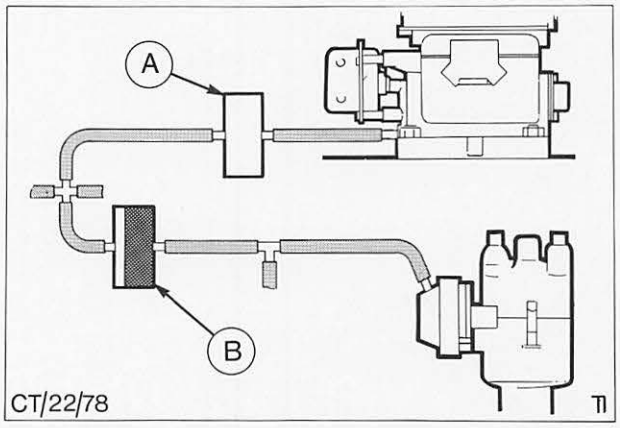

Abb. 76 Anordnung des Verzögerungsventils (2,0 Ltr. OHC, Automatgetriebe)
a) Verzögerungsventil (B in Abb. 76 und 77): Die schwarze Seite des Ventils muß an den Zündverteiler und die farbige Seite an den Vergaser angeschlossen werden.